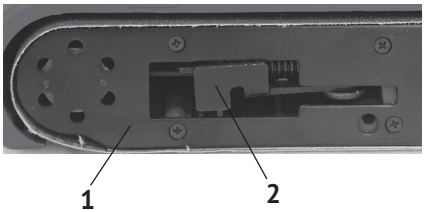

рис. 2
2.2.1 Установка (замена) шлифовальной ленты (рис.2):
- отвести рычаг натяжения ленты (рис.2 поз.2) вперёд до упора (при этом ведомый ролик сместится назад, к ведущему);